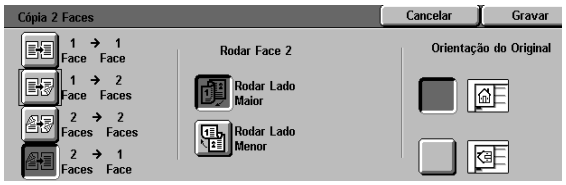

Figura 6: Opção Cópia 2 para 1 Face
- Ícone **2 para 1 Face** para cópias de uma face a partir de originais de duas faces, ilustrado na Figura 6.